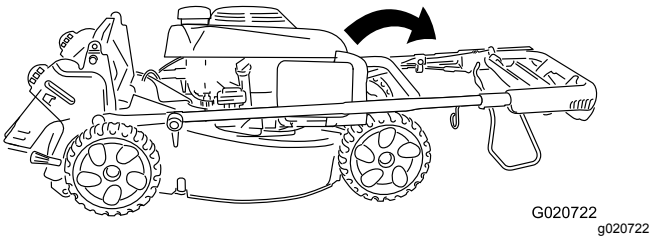

Bild 4
2. Schieben Sie den oberen Griff vorsichtig nach vorne, bis die Griffhälften ausgerichtet sind und eng anliegen, siehe Bild 4.